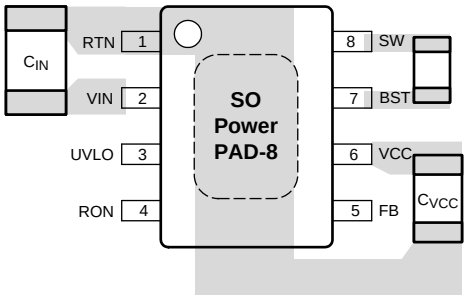

Figure 18. Placement of Bypass Capacitors
1. C_{IN}: The loop consisting of input capacitor (C_{IN}), V_{IN} pin, and RTN pin carries switching currents. Therefore, the input capacitor should be placed close to the IC, directly across V_{IN} and RTN pins and the connections to these two pins should be direct to minimize the loop area. In general it is not possible to accommodate all of input capacitance near the IC. A good practice is to use a 0.1-µF or 0.47-µF capacitor directly across the V_{IN} and RTN pins close to the IC, and the remaining bulk capacitor as close as possible (see Figure 18).
2. C_{VCC} and C_{BST}: The V_{CC} and bootstrap (BST) bypass capacitors supply switching currents to the high and low-side gate drivers. These two capacitors should also be placed as close to the IC as possible, and the connecting trace length and loop area should be minimized (see Figure 18).